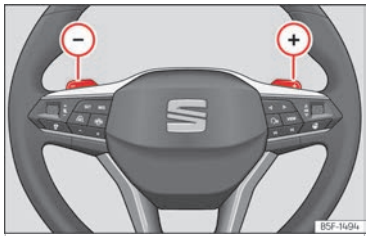

Fig. 125 Volante: palancas para cambio automático.
- Pulse la leva de cambio ⊕ para insertar una marcha superior ››› **fig. 125**.